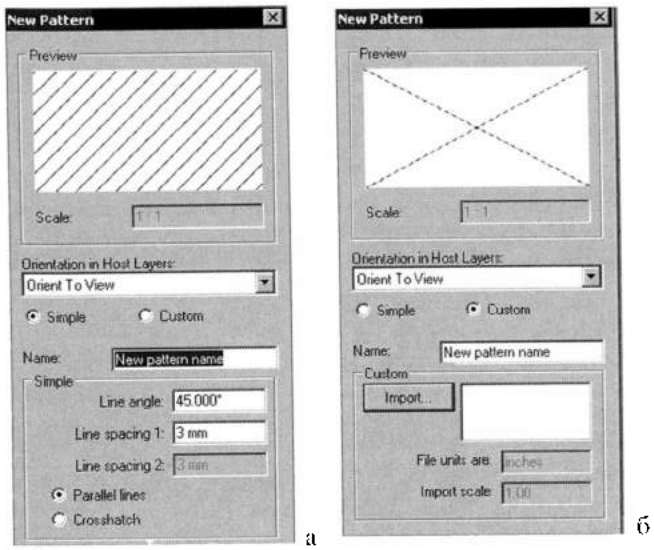

Рис. 3.4. *Создание и подключение новых образцов штриховки*
3. Кнопкой **New** (Создать) открыть бокс **New Pattern** (Новый образец) (рис. 3.4).